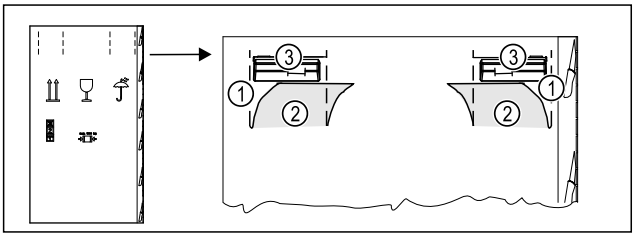

Fig. 4
▶ Apăsați în interior cartonul de ambalare sus la perforație *Fig. 4 (1)*.
▶ Extrageți lamelele apăsate în interior *Fig. 4 (2)*.
▷ Mânerul de transport *Fig. 4 (3)* dreapta și stânga este vizibil.
▶ Țineți aparatul de mânerele de transport *Fig. 4 (3)*.